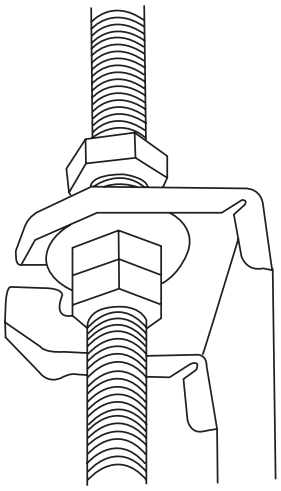

Fig. 4.9
8. Montati unitatea interioara. La acest pas este nevoie de 2 persoane. Introduceti carligele de sustinere in spatiile speciale de pe unitate interioara si fixati-le cu ajutorul saibelor si piulitelor disponibile. (fig 4.9).